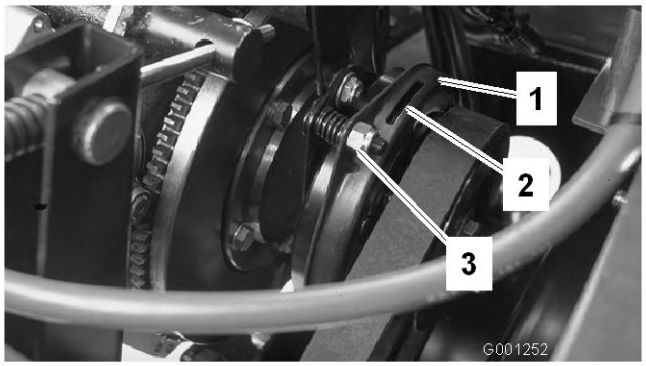

Figur 66
3. Justera luftgapet så att ett 0,381 mm bladstål kan föras in mellan kopplingskanten och friktionsplattan med lätt tryck (Figur 66). Du minskar gapet genom att vrida på justerskriven medsols (Figur 66). Det maximala servicegapet är 0,762 mm. Justera alla tre luftavstånden.